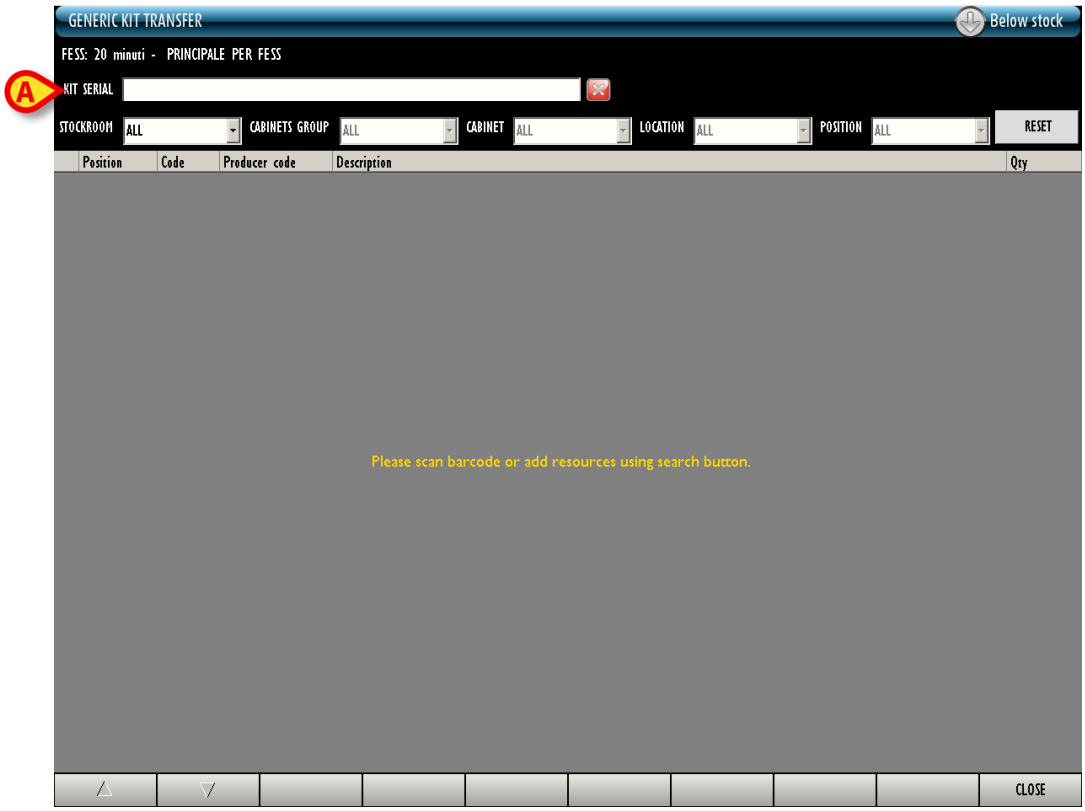

Fig 253
The following screen opens (Fig 253).
- Either insert the kit serial number in the field indicated in Fig 253 **A**, or scan the kit barcode.